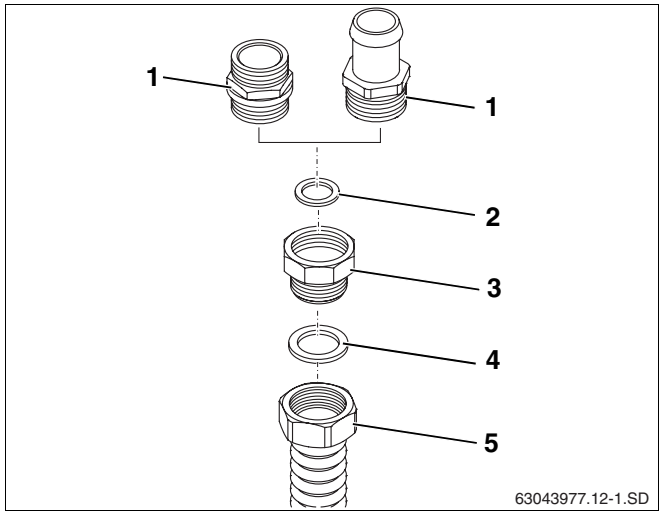

Afb. 8 Twin Tube aan collectoraansluitleiding monteren
- Verwijder de wartelmoer en klemring van het aansluitdeel (afb. 8, **pos. 1**).
- Plaats de afdichting (afb. 8, **pos. 2**).
- Schroef het verloopstuk G1 buitendraad × ¾ binnendraad (afb. 8, **pos. 3**) op het aansluitdeel (afb. 8, **pos. 1**).
- Plaats de afdichting (afb. 8, **pos. 4**).